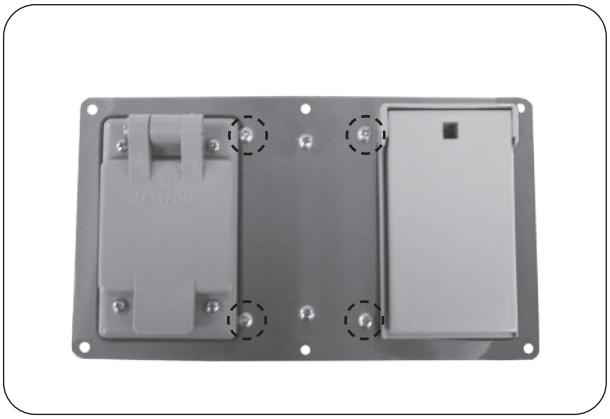

Fig. 49-3 Remove 4 small screws
4. Remove the 4 small screws found on the cover of the power supply box (see Fig. 49-3).